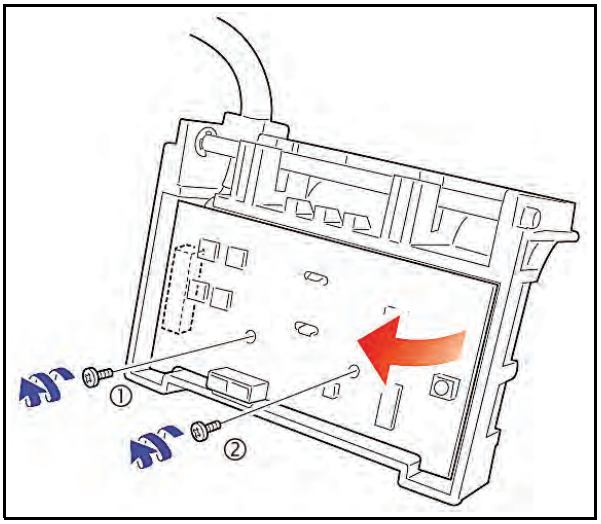

Figure 4-29 MAG Board Removal
3. Remove the two screws retaining the MAG Board to the assembly and carefully lift the MAG Board up in the direction of the arrow illustrated in Figure 4-29 ① and ②.